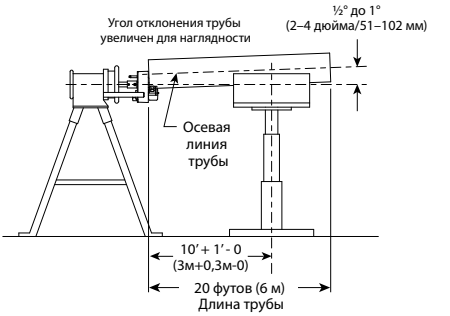

РИС. 1 - ТРУБНАЯ ПОДСТАВКА
b. Расположите трубную подставку немного дальше половины длины трубы от станка. Смотрите Рис. 1 выше.
г. Отрегулируйте высоту трубной подставки таким образом, чтобы труба находилась примерно на ½°...1° **ВЫШЕ** уровня станка. Смотрите Рис. 1. **ПРИМЕЧАНИЕ:** Во время регулировки высоты трубной подставки труба должна быть вставлена между роликами.
- **На Рис. 1 показана регулируемая трубная подставка Victaulic (VAPS 112). Модель VAPS 112 подходит для труб размером ¾ – 12 дюймов. Модель VAPS 224 Victaulic подходит для труб размером 2 – 24 дюйма. Смотрите раздел «Комплектующие».**